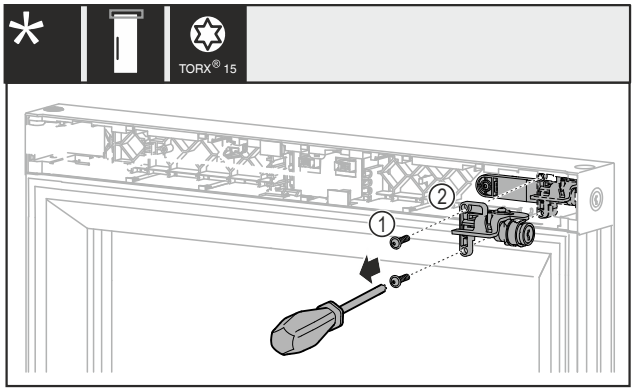

Fig. 11
▶ Schrauben *Fig. 11 (1)* entfernen.
▶ Mechanisches Schloss *Fig. 11 (2)* abnehmen.